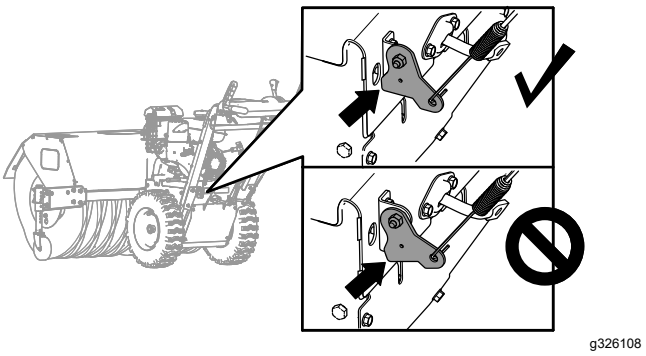

Figur 33
2. Kontroller klaringen mellom bunnen av trekkabelbraketten og den øverste platen på maskinen (Figur 33).